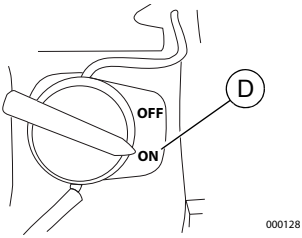

Figura 3-4.Interruptor del motor
5. Vea la *Figura 3-4*. Gire el interruptor del motor a ON.